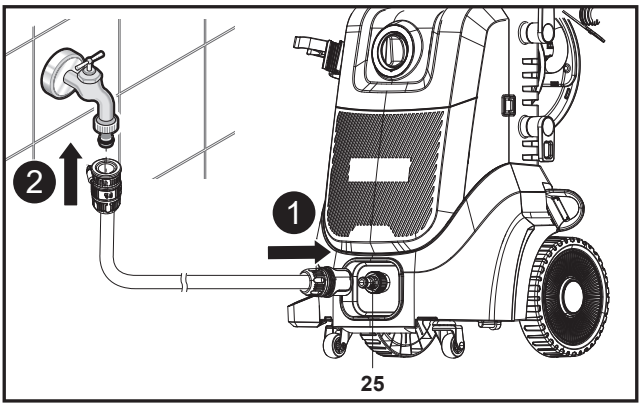

Fig. 10
2. Attach garden hose to the water inlet adaptor (25) on the water inlet connector (10) of the machine (Fig. 10, step 1). Aways use a standard coupling for water inlet. The hose length cannot be greater than 8 m in length for proper operation.
3. Connect the other end of garden hose to a water supply (Fig. 10, step 2).